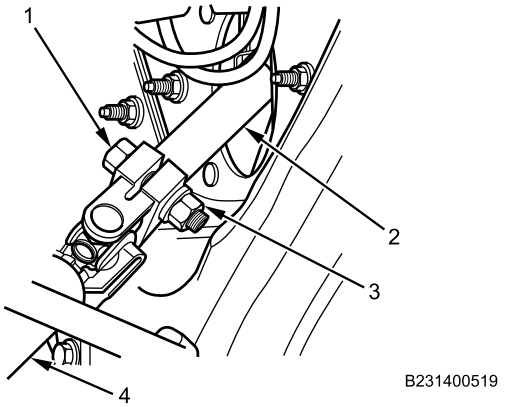

Figure 12. Steering Shaft.
11. Install new flange head bolt with washer, (Figure 12, Item 1) and new locknut (Figure 12, Item 3) in steering shaft (Figure 12, Item 4) at steering column (Figure 12, Item 2). Tighten upper flange head bolt until 7/16-in. 12-point bolt head breaks off bolt.